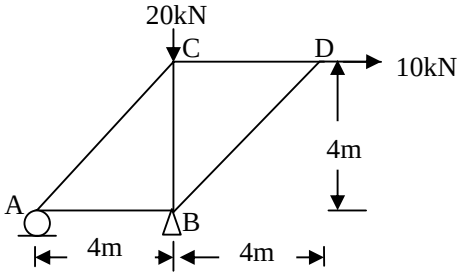

Fig.3
Q.5 **(a)** Determine internal forces in all members of a truss shown in fig.3 **07**